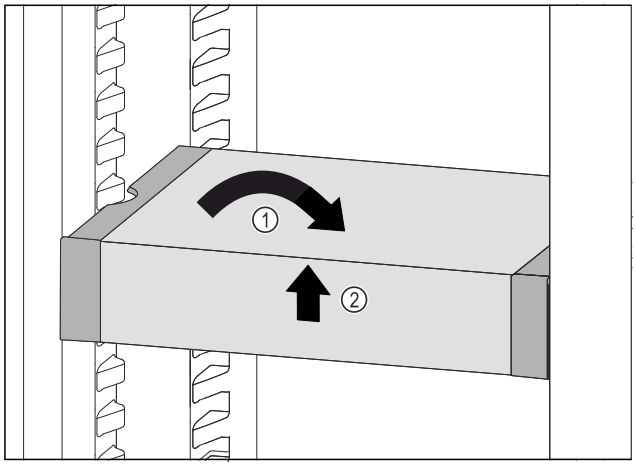

Fig. 206
▶ Poziționați drept VarioSafe. *Fig. 206 (1)*
▶ Ridicați în față VarioSafe. *Fig. 206 (2)*